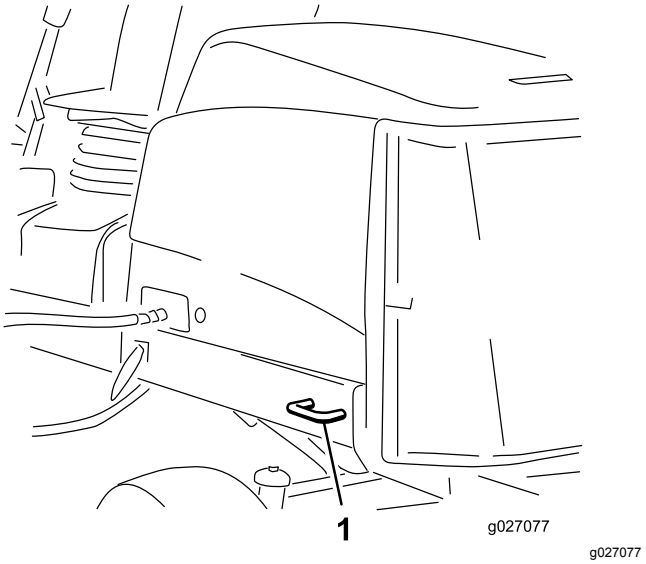

Figur 39
- Bak – på båda sidor av maskinen, på den bakre ramen (Figur 39)